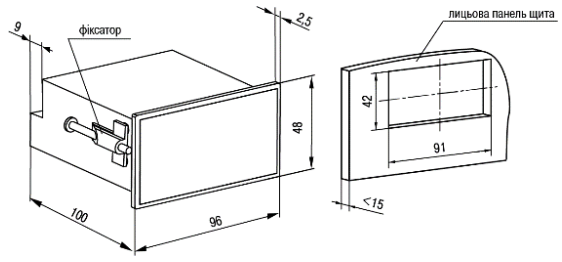

Рисунок 1 – Габаритні розміри корпусу Щ2
1. Підготувати місце для установлення пристрою на панелі керування (див. *рисунок 1*).